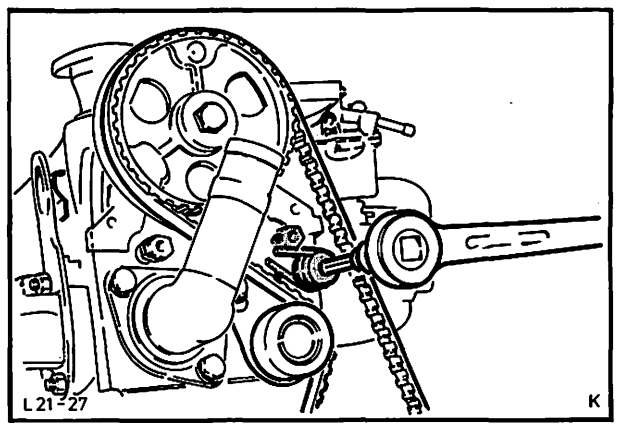

Abb. 302 Zahnriemenspanner mit Spezialwerkzeug 21-012 lösen
4. Zahnriemenspanner mit Spezialwerkzeug 21-012 lösen (1 Schraube, 1 Spezialschraube), gegen Federdruck andrücken und wieder festziehen, Abb. 302. Zahnriemen abnehmen.